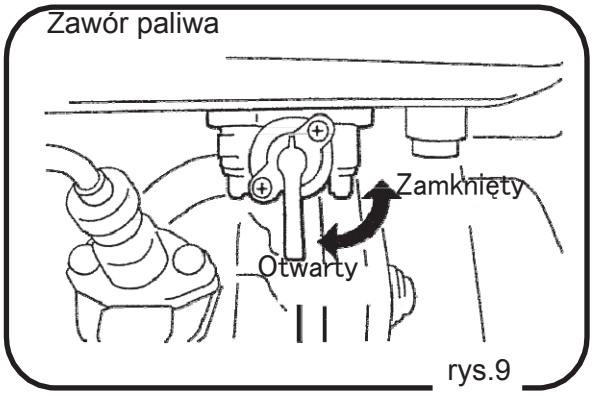

rys.9
1. Otwórz zawór paliwa. (rys. 9)